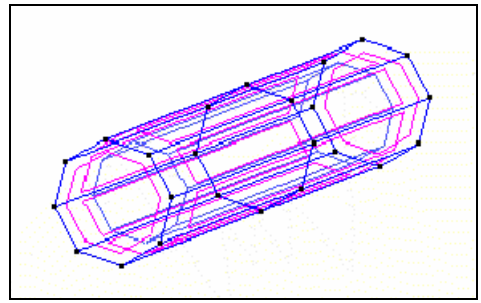

Figure 25. Creation of the volume of the prism
7. Click **Select** and select the surface of the octagon. Press **ESC**. The result is shown in Figure 25.